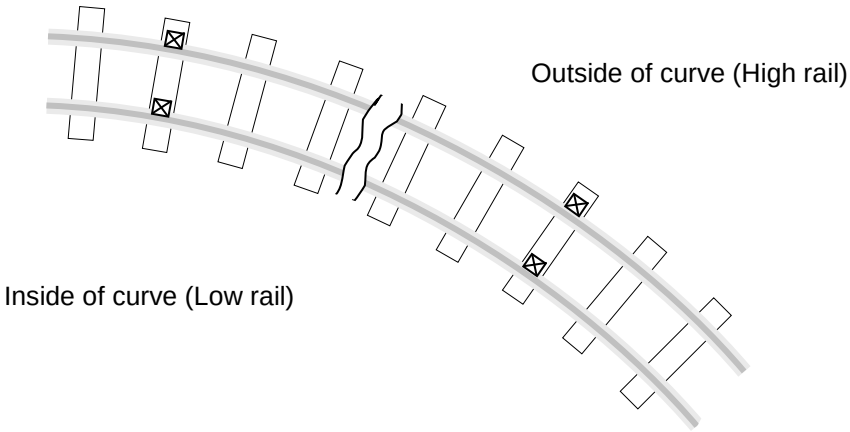

Figure 2 - Placement of fastenings when adjusting on curves
3. Figure 2). Install this clip without the shoulder insulator in place. Alternatively Zero Toe Load clips can be used 1 in 10 to provide additional protection without creep resistance.